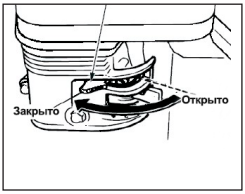

рис.6
- Установить рычаг управления воздушной заслонкой (рис.6) в крайнее левое положение - «закрыто» при пуске холодного двигателя, или в промежуточное положение при прогретом двигателе.